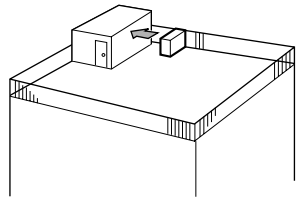

Fig. 2-3
① Face the air outlet towards the nearest available wall about 50 cm away from the wall. (Fig. 2-3)